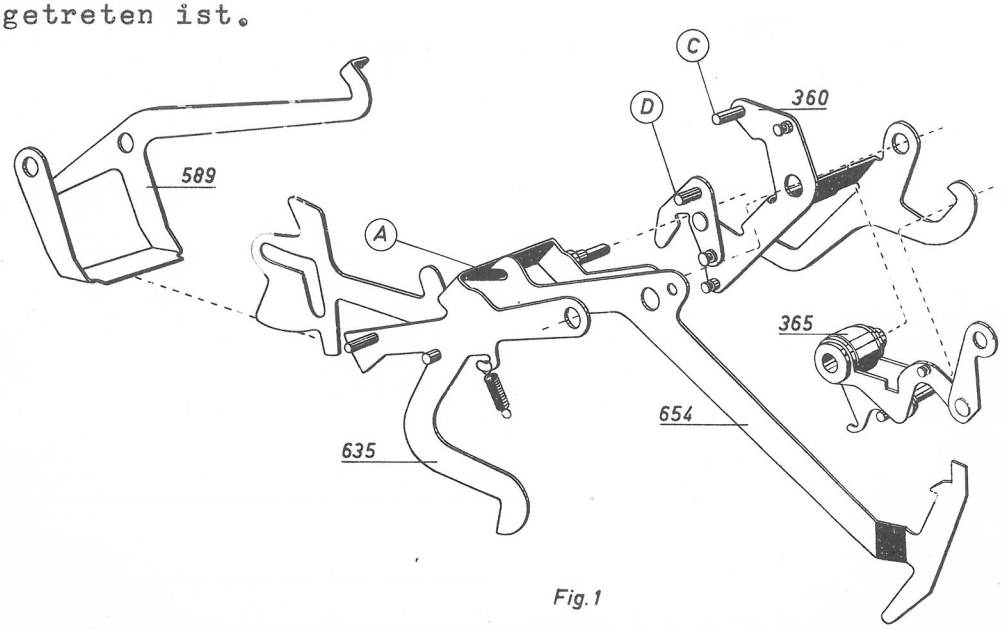

Fig.1
Wenn die Maschine in Ruhelage ist, wird die Tastensperre (589) durch die Klinke B (Fig. 1 A, gelagert in der inneren Lagerplatte 576) gesperrt. Beim Niederdrücken einer M-Taste wird, wie schon erwähnt, die Startbrücke (635, Fig. 1) angehoben, wobei sie mit einem Zapfen in den Haken D des Starthalters (360) eingreift und diesen um seine Lagerachse schwenkt. Dabei drückt zunächst der Zapfen C (Fig. 1 und 1 A) die Klinke B aufwärts, wodurch die Tastensperre (589, Fig. 1 B) frei und durch Federkraft so geschwenkt wird, dass sie den gedrückten Tastenhebel in Arbeitsstellung hält. (Tastensperre, Fig. 1).